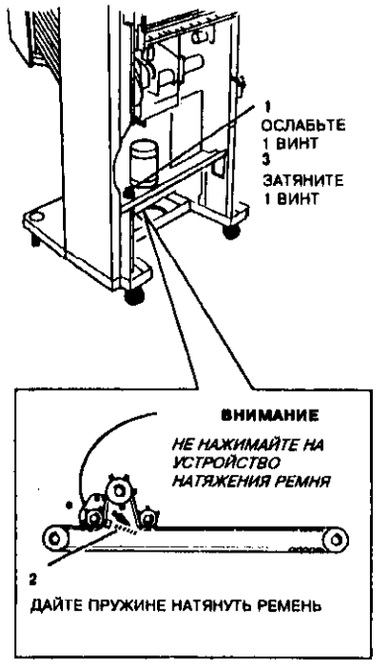

Рисунок 1. Регулировка натяжения ремня
2. (Рисунок 1) Отрегулируйте натяжение ремня.